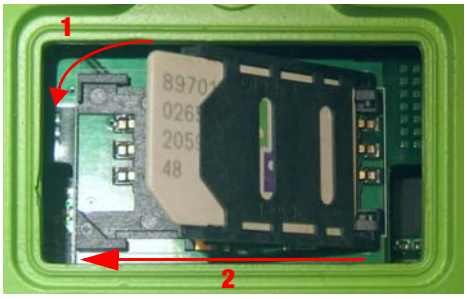

Рисунок 9. Установка первой SIM-карты
5. Закройте держатель (Рис. 9).
6. Переведите держатель SIM-карты в положение LOCK (закрыто). Убедитесь, что он плотно закрылся (Рис. 9).